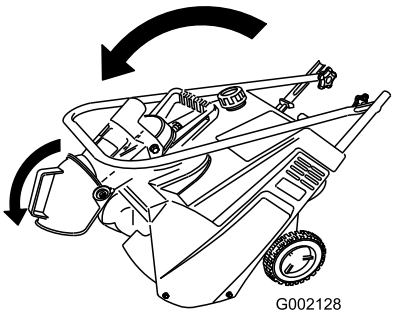

**Figure 12**
2. Fold the discharge chute down and install the knob tightly onto the bolt at the rear of the discharge chute handle (Figure 12).